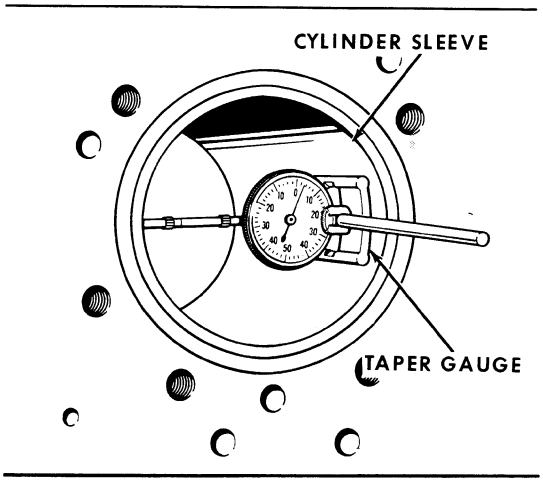

Figure M-28
4. After checking the sleeve 9/16 of an inch from the top, lengthwise, check at several points down the length of the sleeve. Subtract the smallest diameter from the largest diameter will give the taper of the sleeve. Refer to Figure M-28 and "Specification" Section.